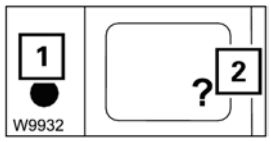

FIGURA 3-17
Para determinar cuál es el error, se debe abrir el submenú de error presionando el botón **?** (2) (Figura 3-17). El botón solo se activa cuando la luz (1) destella o se enciende.